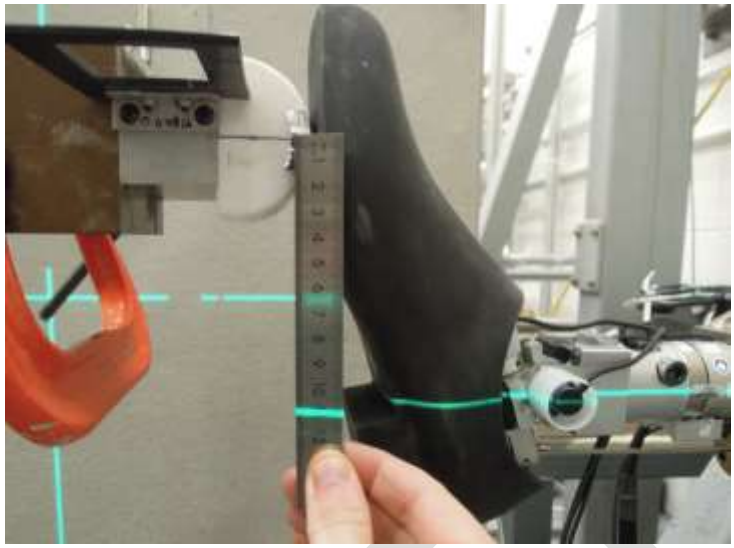

Figure 10-2. Ball of foot setup.
10.5.4 Adjust the position of the impactor so that the longitudinal centerline of the pendulum am is vertical at impact, within ±0.5°, amd the point of impact is 110 ± 1 mm (4.33 ± 0.04 in) above the ankle Y-axis pivot point (Figure 10-2).